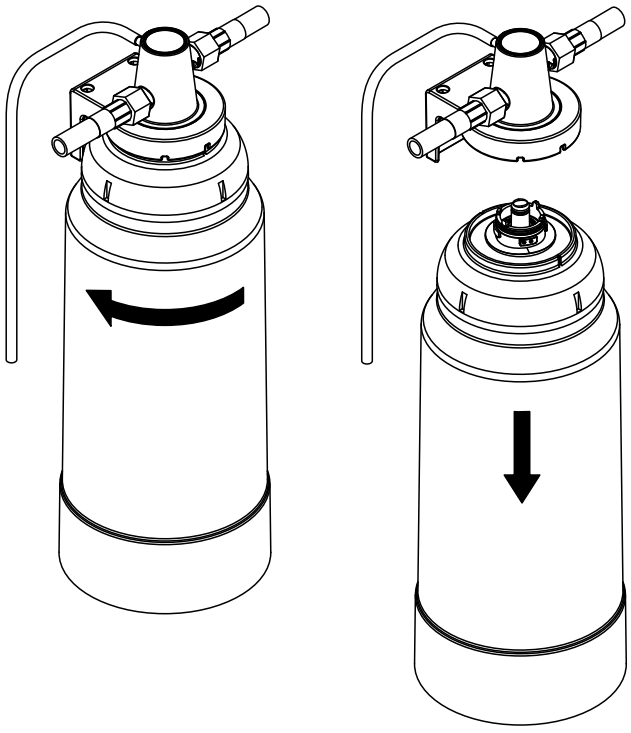

Abb. 14: Verbrauchte Kartusche ausbauen
6. Halten Sie die Kartusche mit beiden Händen am Umfang gut fest (Gewicht der vollen XXL-Kartusche ist ca. 5 kg), damit diese beim Ausbau nicht herunterfällt. Drehen Sie anschliessend die Kartusche vorsichtig bis zum Anschlag in Pfeilrichtung wie in *Abb. 14* gezeigt und entfernen Sie die Kartusche.